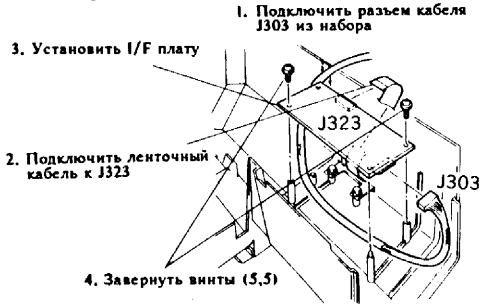

Рис.8 Установка I/F платы карты с интегральными схемами.
(4) Установить I/F плату карты с интегральными схемами на правую верхнюю крышку (рис.8).